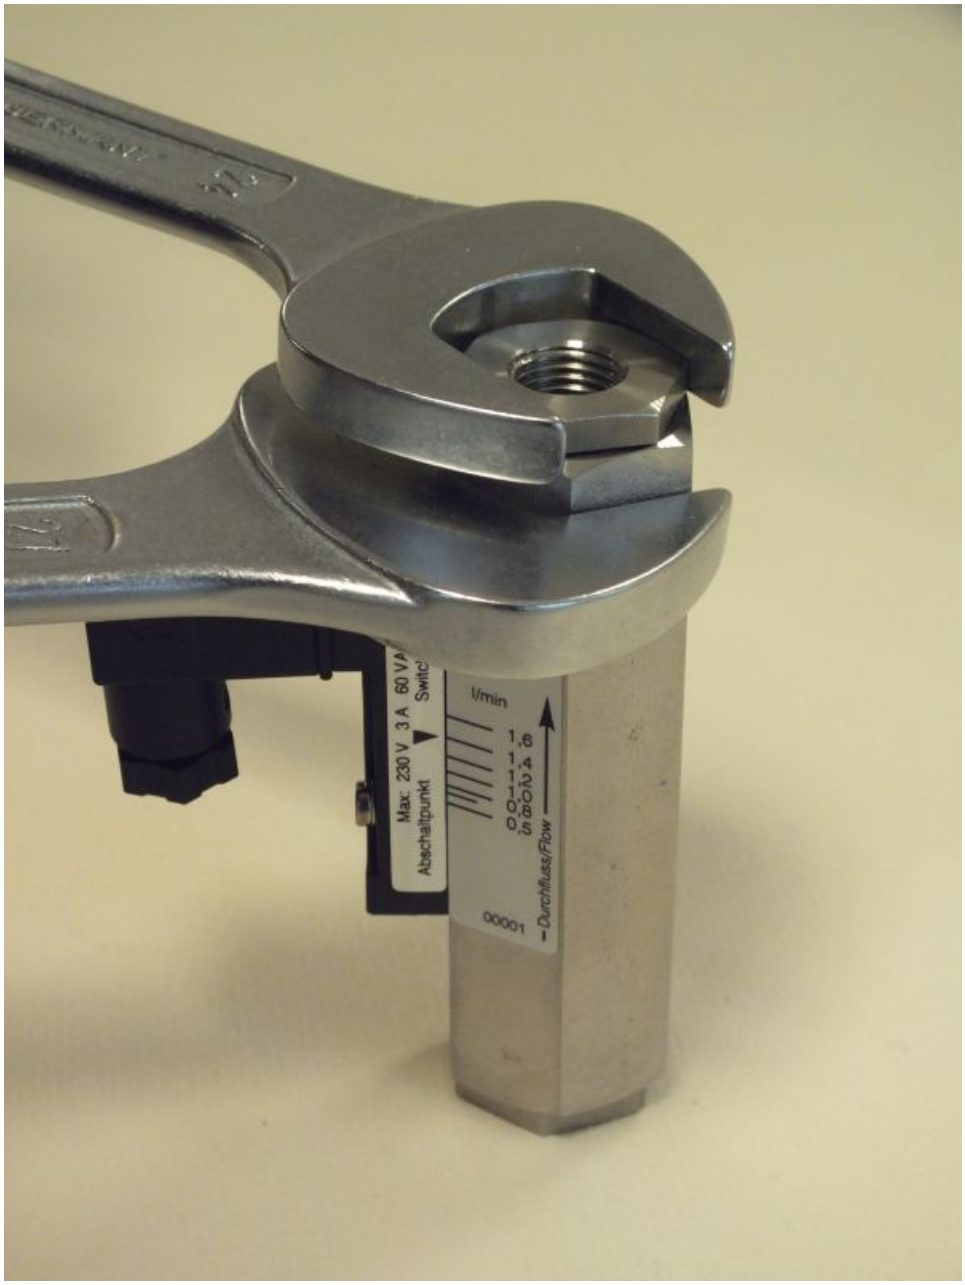

Fig. 53: Tighten process connection (outlet)
11. Using a proper sized fixed spanner tighten the process connection (outlet). Hold the device body in place using a suitable fixed spanner (*Fig. 53*), and observe the proper torque (➡ *Chapter 11.1 "Tightening torque" on page 84*)